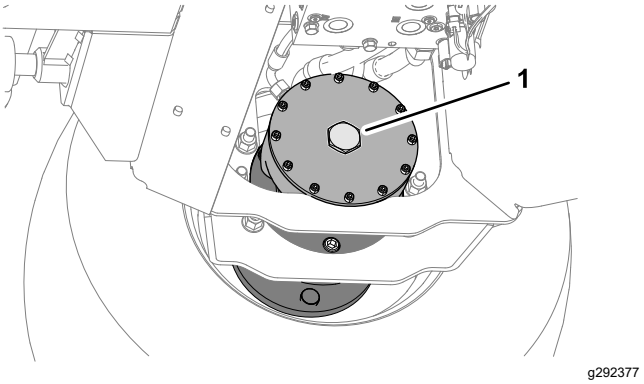

Rysunek 46
2. Załóż zaślepkę sześciokątną w płycie końcowej silnika (Rysunek 46).
6. Przykręć 2 śruby 12 x 40 mm i 2 podkładki 12 mm przechowywane w szynach wsporczych podestu (Rysunek 46).